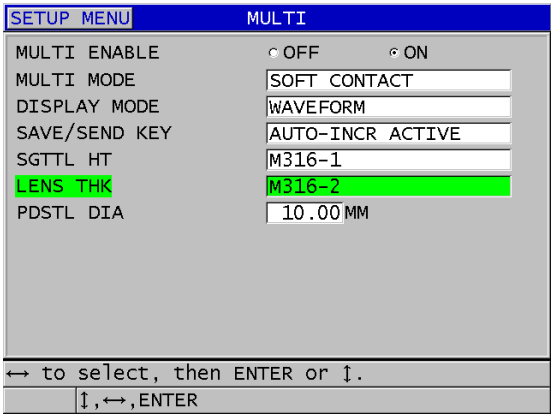

Rysunek 7-9 Ustawianie parametrów funkcji wielu pomiarów w trybie Soft Contact (Miękka soczewka kontaktowa)
5. Na ekranie **MULTI** (Wiele pomiarów) (patrz Rysunek 7-9 na stronie 128):